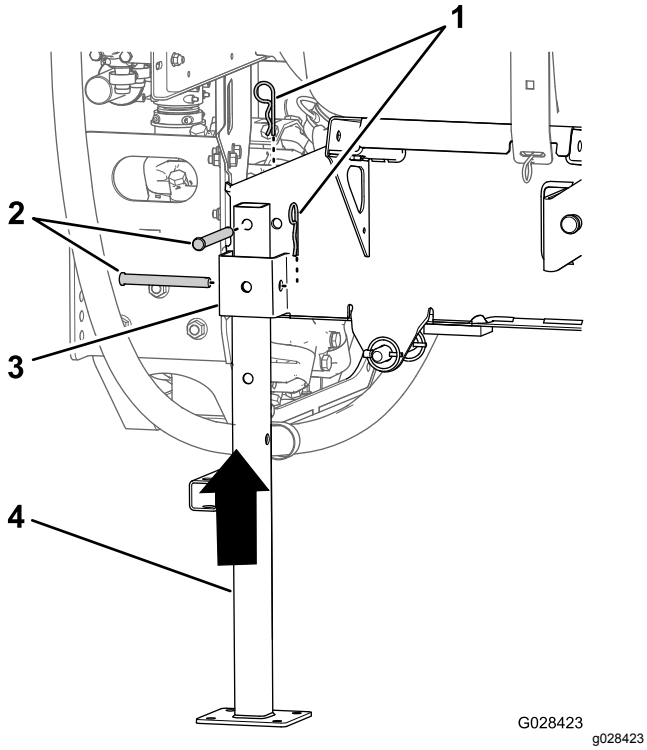

Figur 106
5. Ret den bageste donkraft ind efter den bageste donkrafts modtager (Figur 106).
6. Ret hullet øverst på donkraften ind efter hullet i tankplatformens stel (Figur 106).
7. Fastgør donkraften til modtageren og stellet med to gaffelbolte (½" x 4½") og 2 låseclipse (5/32" x 2⅝") som vist i Figur 106.